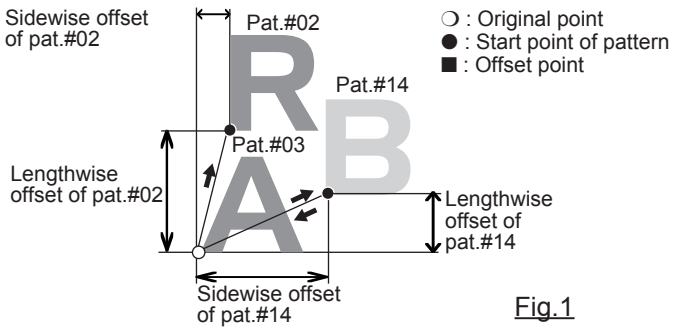
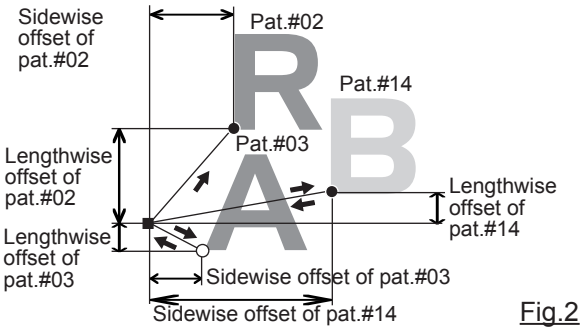

Fig.1
Fig.2
■ If you embroider a pattern like in Fig.1, you will need to set an offset as a pivot to each pattern in advance. If the offset is set to the first pattern like in Fig. 2, you will need to set a setoff point to the first pattern with the offset of the other pattern as a pivot. P14-8